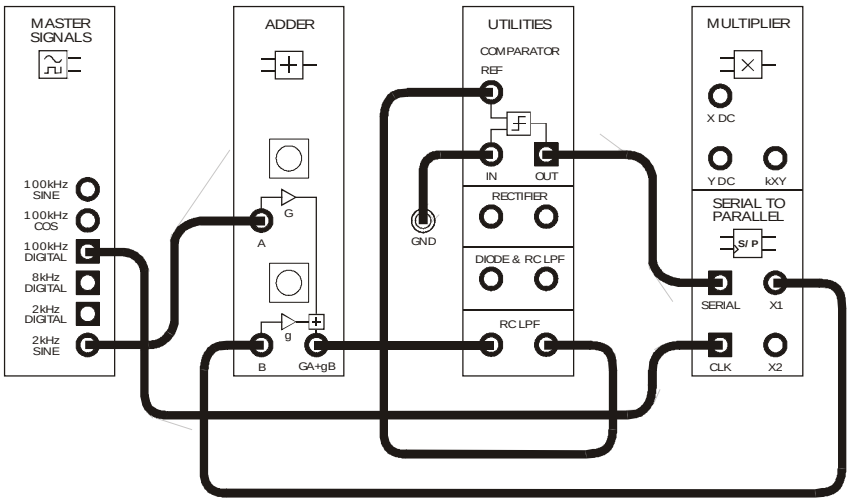
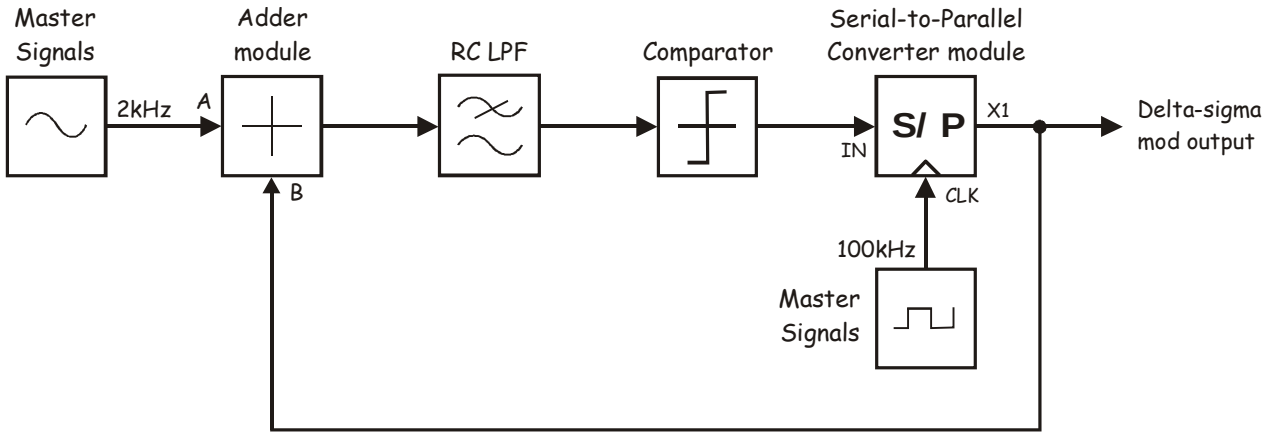

Figure 3
Figure 4
9. Connect the set-up shown in Figure 3 below.
The set-up in Figure 3 can be represented by the block diagram in Figure 4 below. The Master Signals module's *2kHz SINE* output models the message. The remaining blocks implement the delta-sigma modulator.